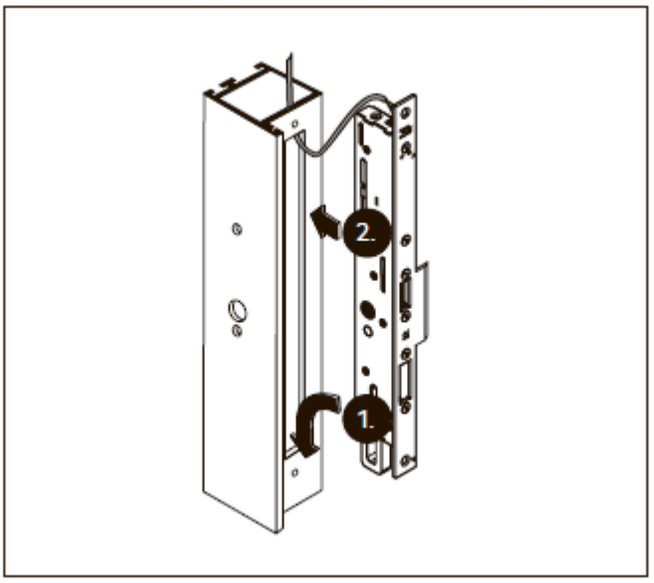

Рис. 33 Вставка замка
4. Вставьте замок в углубление в дверном полотне (рис. 33).